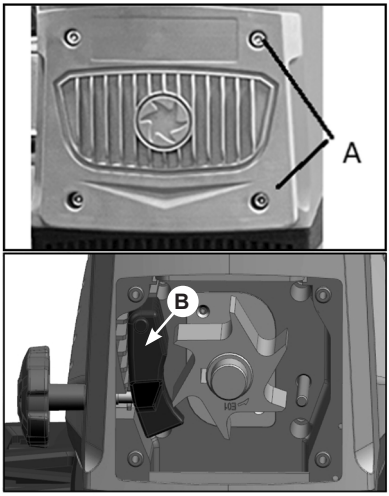

Рис. 9 Замена контрплиты
Для проведения осмотра состояния фрезы или замены контрплиты необходимо отключить измельчитель от сети и открутить 4 винта A (Рис. 9) крышки механизма измельчения.
2. Выньте контрплиту В (Рис. 9) и замените ее новой.